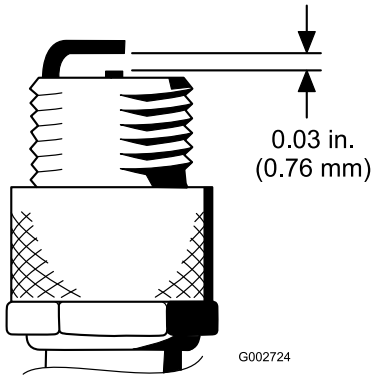

Figur 46
4. Still inn luftgapet mellom midten og siden på elektrodene til 0,76 mm (Figur 46).